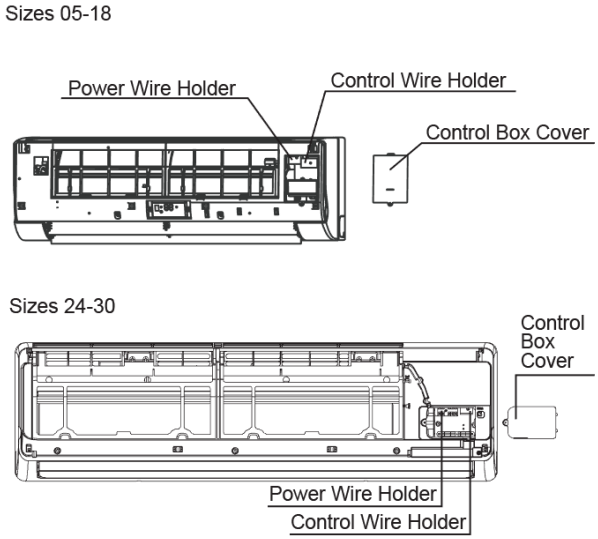

Fig. 12 —Removing Control Box Cover
2. Remove the control box cover plate and look for the power and control wire holders to route the wires to the proper terminals as shown in Fig. 12.